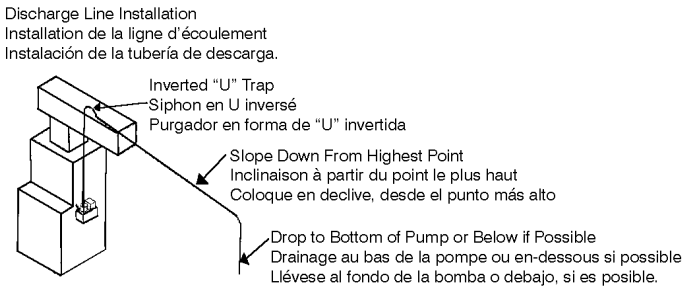

Fig. 3
1. Run flexible tubing or pipe from evaporator drain into pump inlet. Be sure inlet piping is sloped downward to allow gravity flow (Fig 3).
1. Faire sortir un tube isolant souple ou un tuyau de l'évaporateur et le brancher dans l'arrivée de la pompe. Pour permettre un bon écoulement, s'assurer que le tuyau d'admission est bien dirigée vers le bas. (Fig. 3)
1. Tiende la tubería flexible o el tubo desde el desagüe de evaporación hasta la toma de la bomba. Cerciórese de que la tubería de la toma se encuentre en declive, para permitir el flujo por gravedad. (Fig. 3)